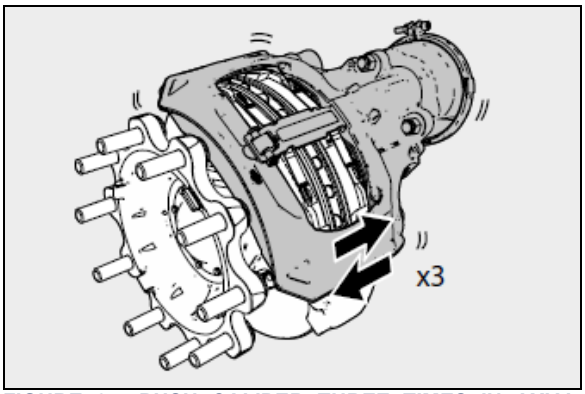

FIGURE 37: PUSH CALIPER THREE TIMES IN AXIAL DIRECTION
6. Push and pull caliper three times in axial direction to assess any existing air gap (see Figure 37. If no movement is possible, clean the disc brake and if necessary, replace the bearings. Once movement is obtained, continue as follows: